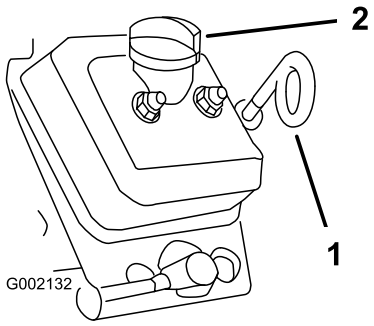

Figuur 44
8. Maak de omgeving van de oliepeilstok, vuldop en vulbuis schoon, en neem de peilstok eruit (Figuur 44).
9. Verwijder de vuldop en giet geschikte olie in de vulbuis totdat het oliepeil de Vol-markering op de peilstok heeft bereikt (Figuur 44).
10. Steek de peilstok volledig in de peilstokbuis, neem de peilstok eruit en controleer het oliepeil (Figuur 44).
11. Breng de peilstok in de peilstokbuis en monteer de vuldop op de vulbuis; zorg ervoor dat de peilstok en de dop stevig vastzitten (Figuur 44).